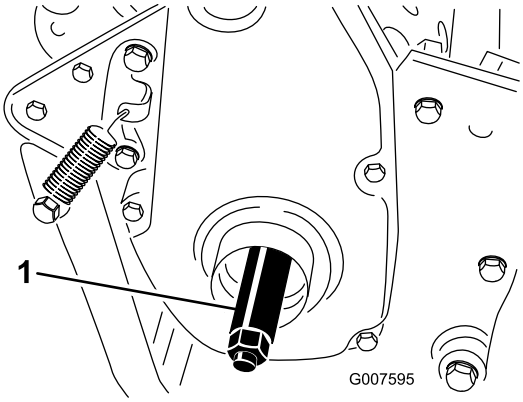

**Figura 8**
3. Enrosque o eixo direito da roda na polia da transmissão do lado direito da máquina (Figura 8).